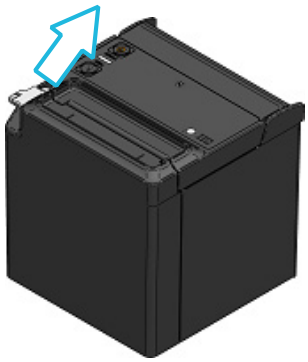

Figure 8-1 Release Lever (Top)
(1) Operate the release lever in the direction of the arrow shown in Figure 8-1 and Figure 8-2 to open the paper cover.